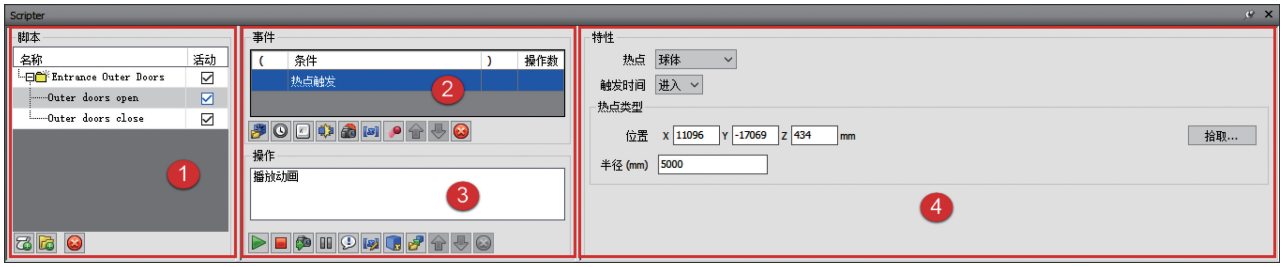

图　7-16
单击【常用】选项卡【工具】面板中的【Scripter】按钮，打开【Scripter】窗口，如图 7-16 所示。【Scripter】窗口主要由 4 个区域组成。
### 1. 树视图（图 7-16 中的①号位置）
### 2. 事件视图（图 7-16 中的②号位置）
### 3. 动作视图（图 7-16 中的③号位置）
### 4. 特性视图（图 7-16 中的④号位置）